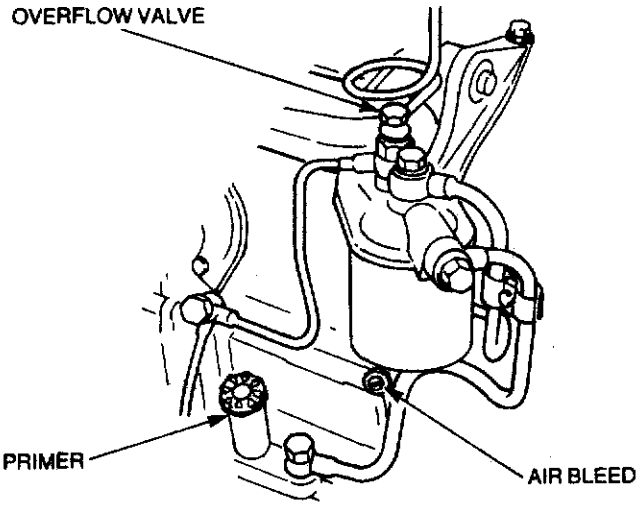

Figure 3-2 Bleeding the fuel system
b. Loosen the overflow valve on the fuel filter adapter (see Fig. 3-2) and continue operating the primer until a solid stream of fuel flows from the valve.